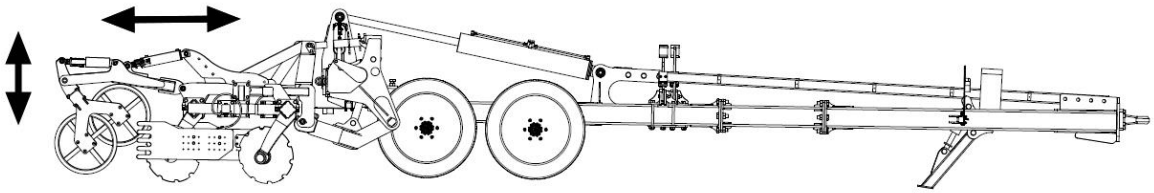

Rysunek 37 Regulacja wysokości i kąta natarcia wałów roboczych.
5. Po rozłożeniu maszyny na podwoziu, należy przeprowadzić ustawienie wałów roboczych względem maszyny za pomocą siłowników hydraulicznych. Cały proces odbywa się za pomocą siłowników hydraulicznych ustalających wysokość położenia wałów oraz ich kąta natarcia względem podłoża oraz śrub rzymskich zamontowanych do dyszli skrzydeł maszyny (rys. 37).